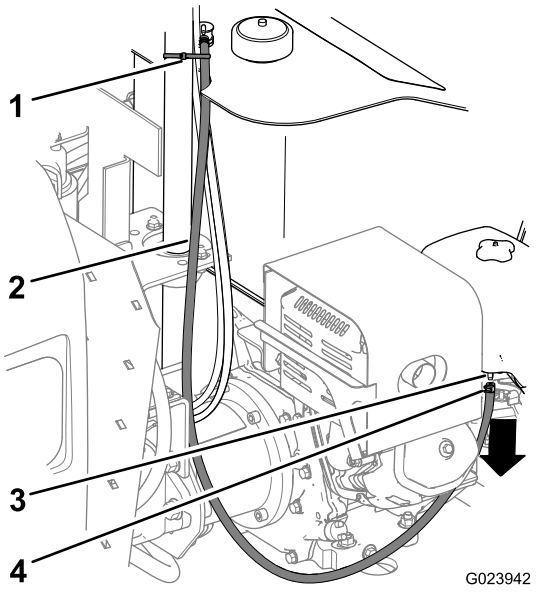

Figure 14
1. Retirez le serre-câble qui fixe le flexible d'évent au réservoir de carburant sur la colonne du guidon (Figure 14).
2. Retirez le collier qui fixe le flexible d'évent au raccord dans le coin inférieur avant du boîtier du filtre à air (Figure 14).
3. Débranchez le flexible du raccord et déposez-le de la machine (Figure 14).